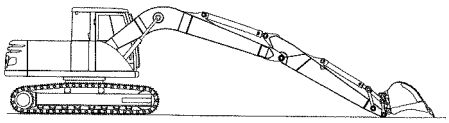

Afb.13 Onderhoudsstand A
- Parkeer de uitrusting zo dat de zuigerstangen van de hydraulische cilinders zich zover mogelijk in de cilinders bevinden (onderhoudstand **A**, zie afb.13).